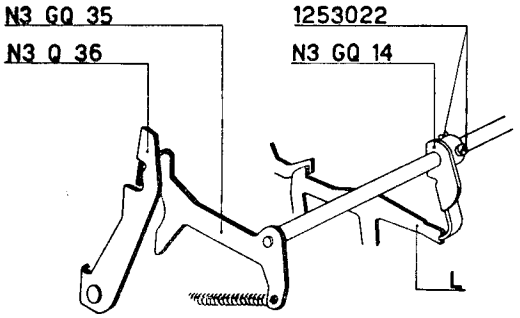

fig. 93
MC 14 D (Figure 93 - 94 - 95)
c) Portare lo scandaglio N3 GQ 14 a contatto della leva **L** ad una distanza di mm. 1,3 dalla prima N3 D 6 di sinistra (figure 93 e 94).